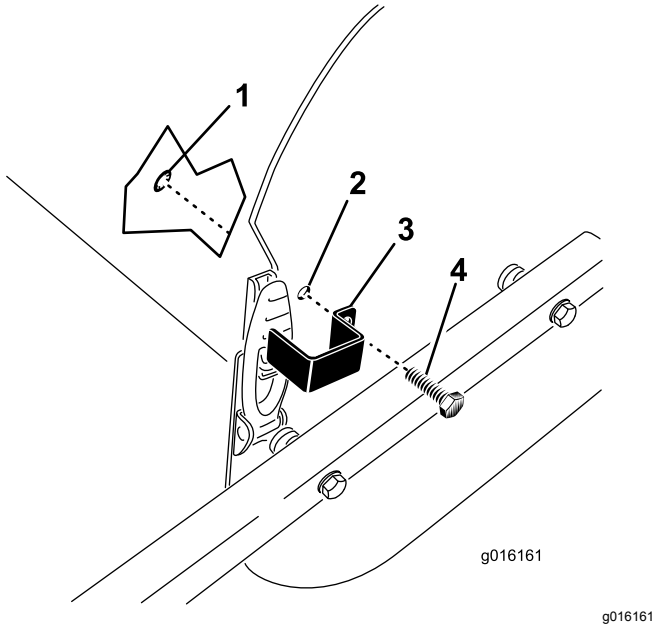

**Figur 36**
1. Placera låsplattan över motorhuvsspärren och passa in monteringshålet med hålet i sidoplåten (Figur 36).
2. Säkra låsplattan vid sidoplåten med en skallskruv och en fästring (Figur 36).